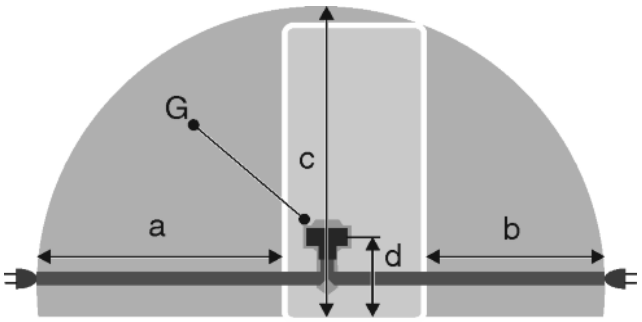

Fig. 26
- The socket is outside the back of the appliance area in the specified area *Fig. 26 (a, b, c)*.
▶ Insert the appliance plug *Fig. 26 (G)* into the back of the appliance. Ensure that it clicks into place.